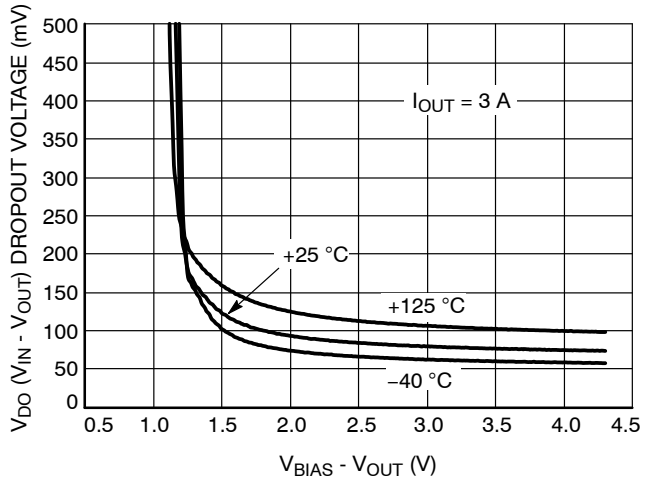

Figure 8. V_{IN} Dropout Voltage vs. (V_{BIAS} - V_{OUT}) and Temperature T_J
3. 3.25 V is a test condition of this device and can be adjusted by referring to Figure 8.